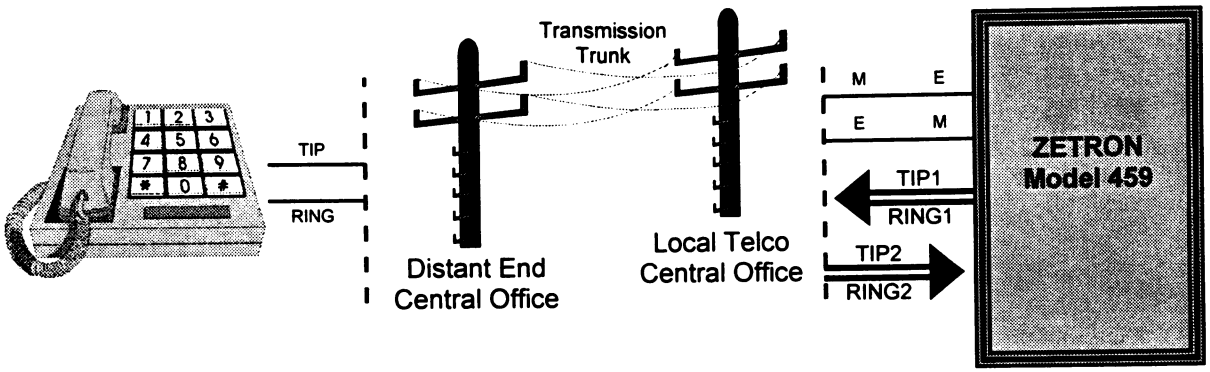

Figure 7-2. Type I 4-Wire with E&M Signaling
Figure 7-2 shows the complete picture. The TIP 1 and RING 1 leads carry audio from the telco central office (CO) to the Model 459, while the TIP 2 and RING 2 leads carry audio from the Model 459 to the CO.